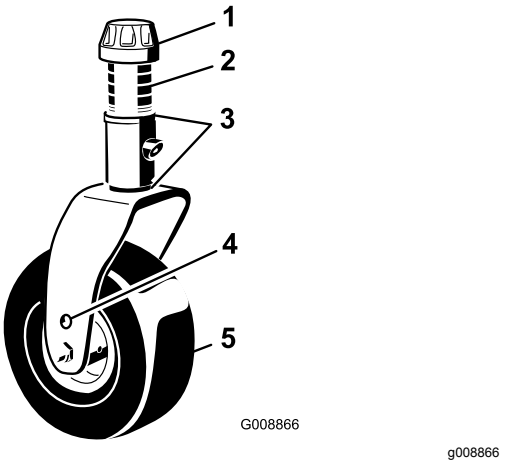

**Figuur 104**
1. Verwijder de klemkapjes van de spilas en schuif de as uit de zwenkwielarm (Figuur 104). Verplaats indien nodig de opvulstukken om het zwenkwiel hoger of lager te zetten totdat het maaidek de correcte schuinstand heeft